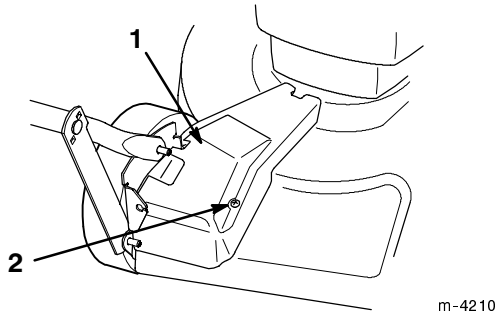

**Figure 32**
1. With the engine turned off, remove the bolt that secures the belt cover (Fig. 32) and remove the cover.